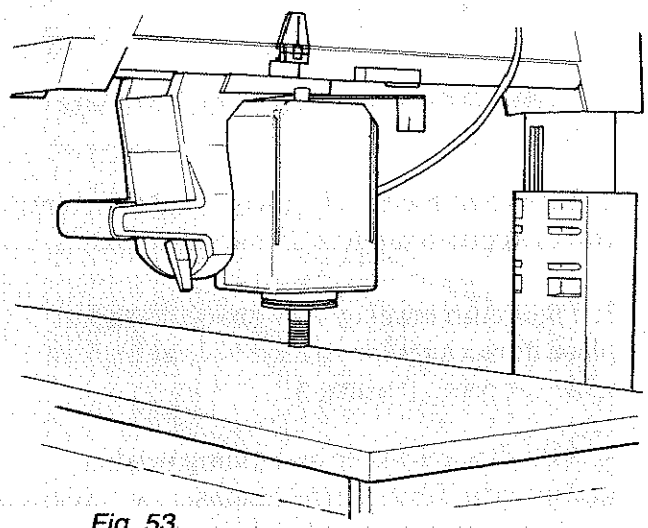

Fig. 53
3. Unlock the *bevel lock,* and turn the *motor* so that the *arbor* is perpendicular to the *table.* (Figure 53).